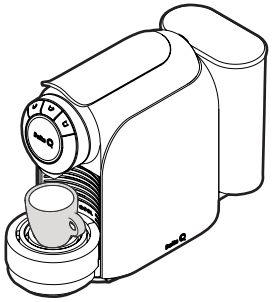

Fig. 8: Colocar la taza de café espresso.
- Coloque una taza de café espresso sobre la bandeja para soporte de tazas y debajo de la boquilla de extracción (ver **Fig. 8**).
- Coloque una taza de café sobre la bandeja para soporte de tazas y debajo de la boquilla de extracción (ver **Fig. 8**).